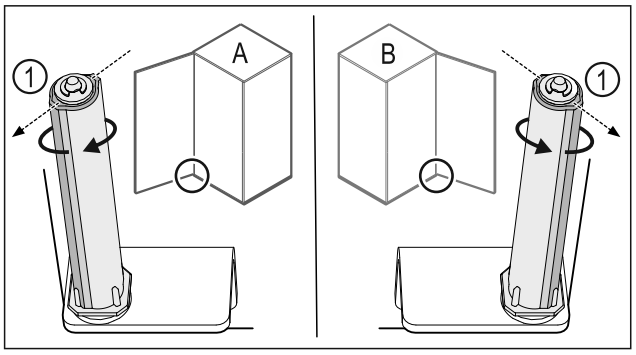

*Fig. 34 Левое навешивание (**A**) / правое навешивание (**B**)*
- ▶ Поворачивайте систему закрытия, преодолевая сопротивление до тех пор, пока ее ребро *Fig. 34 (1)* не будет направлено наружу.